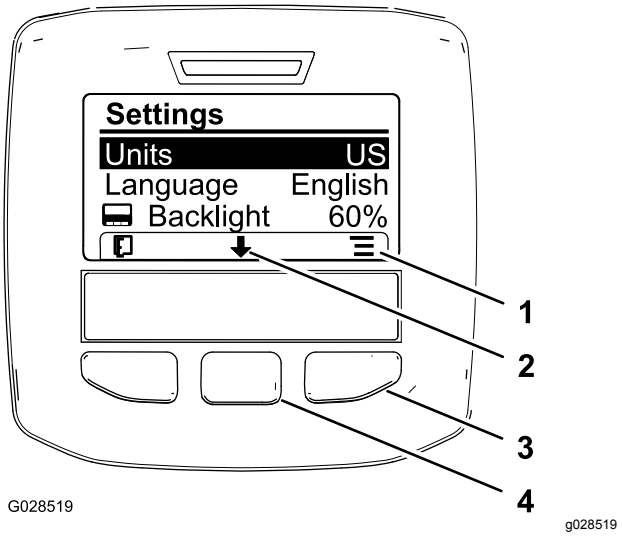

Figuur 21
2. U kunt de meet-eenheid wijzigen door de rechter selectieknop in te drukken en de weergegeven meet-eenheden te veranderen (Figuur 21).
3. Om de weergegeven taal te wijzigen, drukt u op de middelste selectieknop (de knop onder de pijl naar beneden op het scherm) en selecteert u Taal (Figuur 21).
4. Druk op de rechter selectieknop (de knop onder het lijstpictogram op het scherm) om de weergegeven taal op het scherm te markeren (Figuur 21).
6. Druk op de linker selectieknop om terug te keren naar het hoofdscherm (Figuur 21).